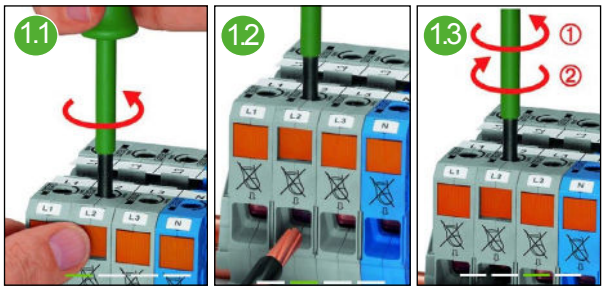

Abb. 35: Anschluss WAGO 2-Leiter-Durchgangsklemme
- Für Anschluss an WAGO 2-Leiter-Durchgangsklemmen Abb. 35 beachten.